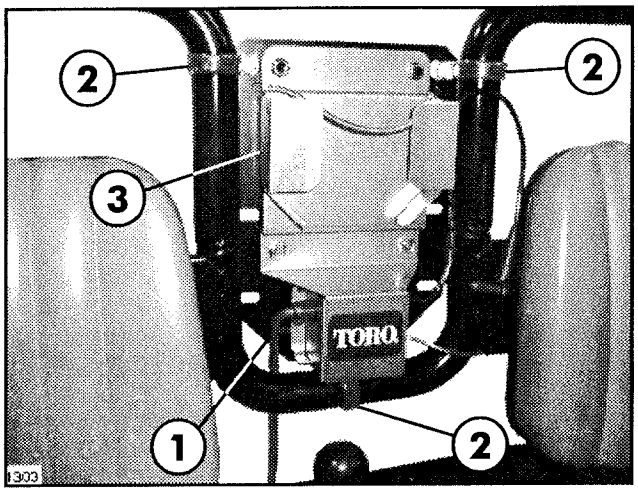

FIG. 1
1. Attach Vehicle Mount PAPR Assembly to Respirator Plate using (2) 5/16 x 3/4" Flange Screws and (4) 5/16" Flange Nuts. See FIG. 1.